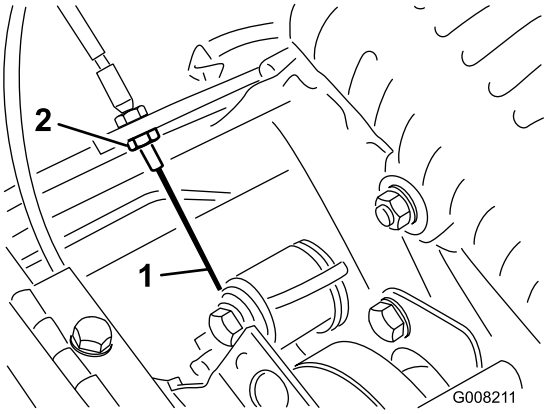

**Figur 46**
3. Hvis du ønsker å øke kabelspenningen, må du løsne på den fremre og stramme den bakre låsemutteren på kabelen (Figur 46) helt til du trenger en kraft på 3 til 4 kg for å koble til trekkontrollen. Mål kraften på regulatorknappen.